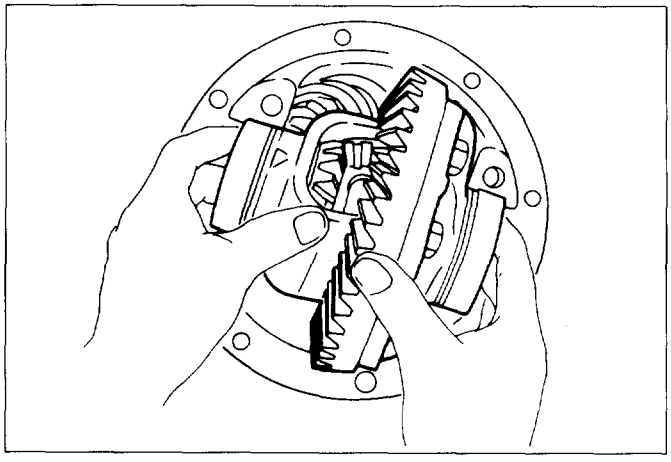

Fig. 4C-49
3) Using two sets of feeler gauges, insert a feeler stock of sufficient thickness between each bearing outer race and the carrier to remove all end play. Make certain the feeler stock is pushed to the bottom of the bearing bores. Mount the dial indicator on the carrier so that the indicator stem is at right angles to a tooth on the ring gear (Fig. 4C-50).